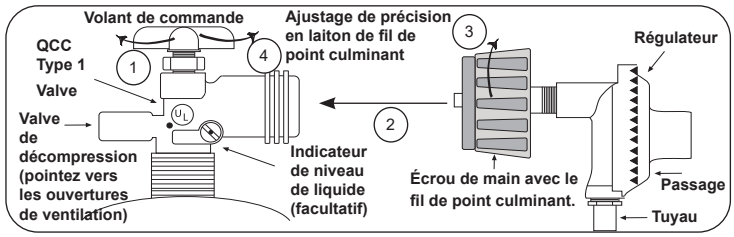

Fig. 6-1 Type coupleur de fil de point culminant d'I
e. Le montage du régulateur de pression et le flexible (Fig. 6-1) fourni avec cet appareil au gaz en plein air (modèles au propane seulement) doit être utilisé. Assemblées d'origine et régulateur de pression et le tuyau de remplacement doivent être ceux spécifiés par le fabricant pour le raccordement d'un dispositif de cylindre de liaison identifiée comme de type I par le ANSI Z 21.58/CGA 1.6 (voir liste des pièces pour les informations de commande).
Pour débrancher: Tournez l'écrou de main dans le sens contraire des aiguilles d'une montre jusqu'à isolé (fig. 6-1).